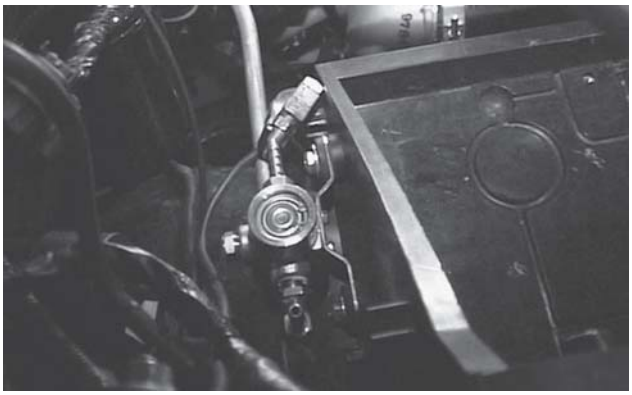

Fig. 9d
b. Place the solenoid and bracket onto the capscrews so that the black coil is down. (See figure 9d)